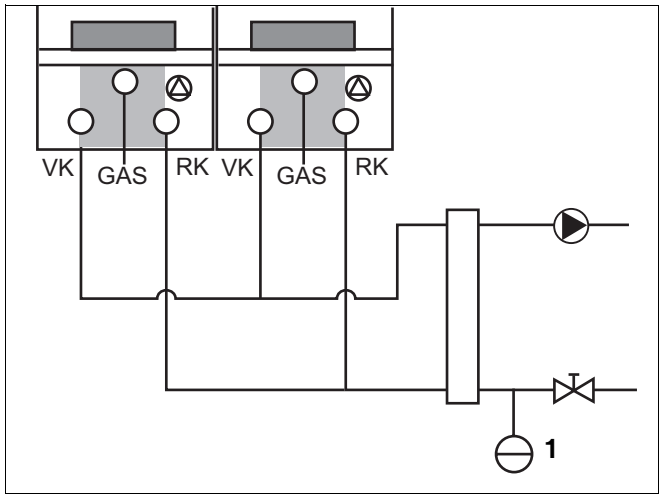

Bild 15 Anschließen Ausdehnungsgefäß bei mehrfacher Aufstellung (Kaskadenaufstellung)
- Ausdehnungsgefäß an der sekundären Seite der Weiche im Rücklauf anschließen (Bild 15), damit jeder Heizkessel in Verbindung mit dem Ausdehnungsgefäß steht (Bild 15).